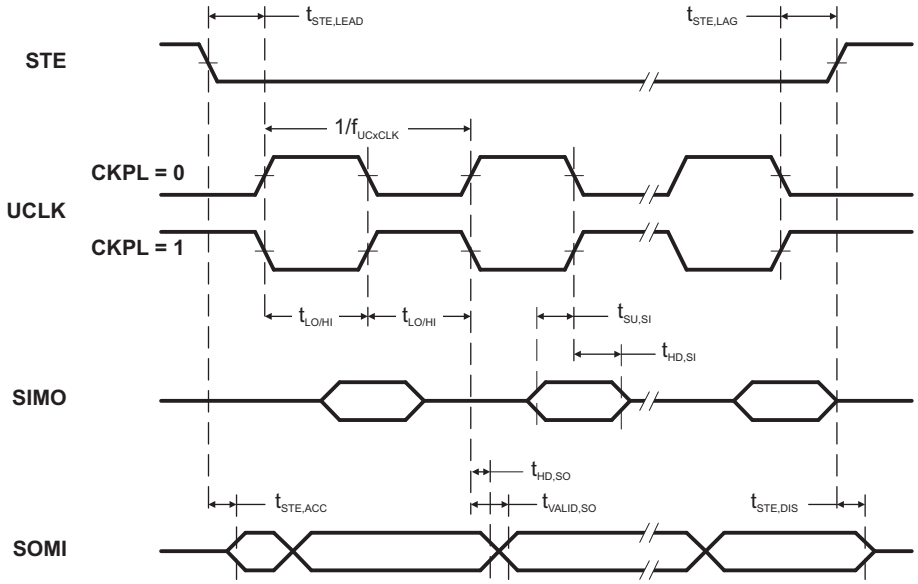
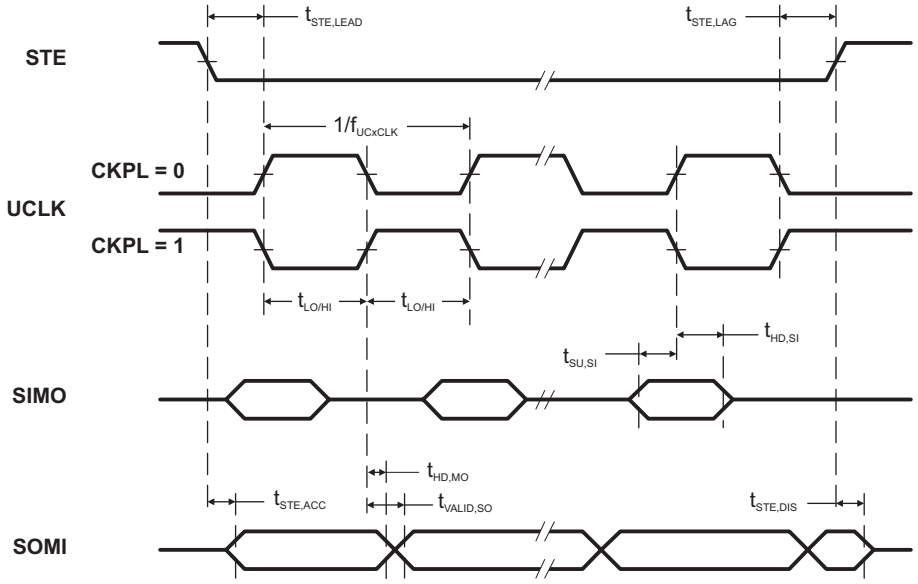

Figure 14. SPI Slave Mode, CKPH = 0
Figure 15. SPI Slave Mode, CKPH = 1
over recommended ranges of supply voltage and operating free-air temperature (unless otherwise noted) (see Note (1), Figure 14 and Figure 15)